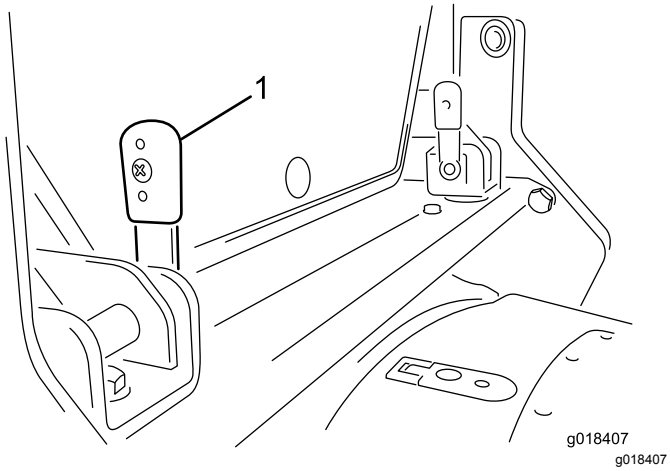

Figura 20
1. Rimuovete i fermi a R e ruotate le 2 leve di bloccaggio situate sulla traversa nella parte posteriore della cabina, in modo che siano rivolte verso l'alto (Figura 20).
3. Premete le leve dalla posizione verticale (Figura 20) attraverso la serie di staffe.